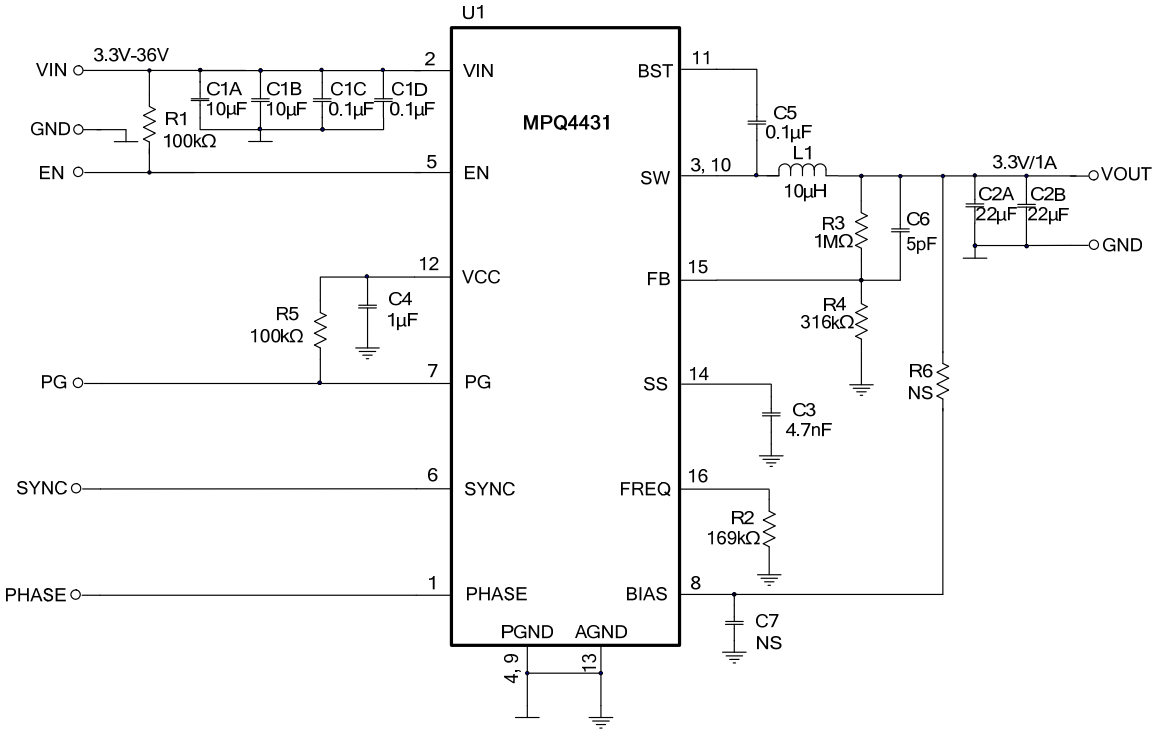

Figure 9: V_{OUT} = 3.3V, I_{OUT} = 1A, F_{SW} = 500kHz
8) The recommended PCB layout is based on Figure 9.